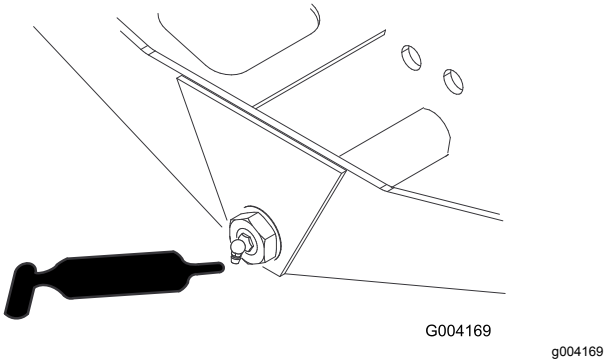

Figur 67
- Akselstyretap (1) (Figur 67)